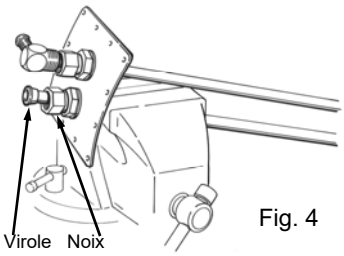

Fig. 4
14. Il y a un joint torique à l'extrémité filetée des coudes du tuyau (#10). Huiler ces joints toriques et les extrémités du tube. Faites glisser un écrou supérieur # 7 et une virole conique # 7 à chaque extrémité du tube (voir la figure 4). La grande extrémité de la virole doit être vers le coude.